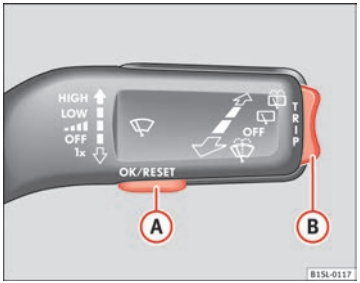

Fig. 11 Windscreen wiper lever: button Ⓐ to confirm the options and rocker switch Ⓑ to change the options.
– If necessary, change the time display by pressing the top and bottom buttons of the rocker switch ⇒ fig. 11 Ⓑ.
- If a message or vehicle symbol is displayed, press OK/RESET (⇒ fig. 11 Ⓐ).